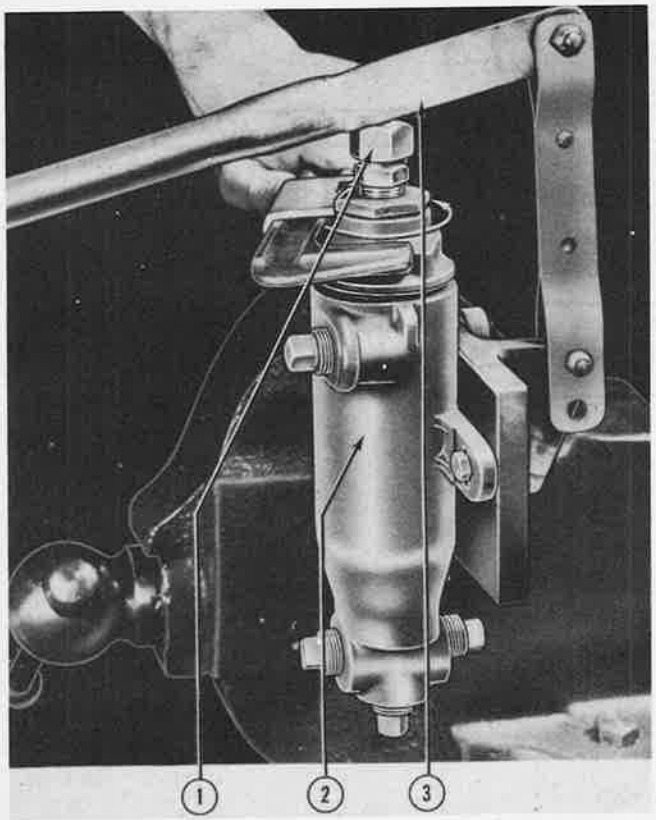

Figure 371—Removal of Regulator End—Early Airplanes
(3) Bolt the pressure regulator to an arbor press as shown in figure 371. Screw a cap into the fitting in the top of the pressure regulator before using the arbor press.
(4) Remove the top end of the pressure regulator as shown in figure 371. There are several spacing shims installed on top or bottom of the large spring in the pressure regulator. Check the number of spacing shims for future adjustment of the pressure regulator.
(5) Remove the spacing shims, large spring, and piston from the pressure-regulator cylinder.
(6) Remove the packing nut in the pressure regulator cylinder.
(7) Install the piston, large spring, and spacing shims. Use the same spacing shims removed from the pressure regulator.
(8) Install the ball check, gasket, and bushing in the top end of the regulator.
(9) Place the top end in place in the pressure-regulator cylinder and, with an arbor press (figure 371), use sufficient force to press the large spring down. Start the end and tighten sufficiently so that the end will not leak when the pressure regulator is installed in the airplane. Install safety wire on bushing and top end.